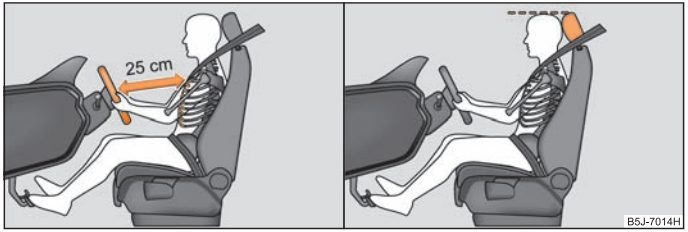

Fig. 104 The correct distance of the driver from the steering wheel / the correct head restraint adjustment for the driver
- Adjust the steering wheel so that the distance between the steering wheel and your chest is at least 25 cm ⇒ fig. 104.
- Adjust the head restraint so that the top edge of the head restraint is at the same level as the upper part of your head ⇒ fig. 104 on the right.
- **The driver must maintain a distance of at least 25 cm to the steering wheel ⇒ page 110, fig. 104. Not maintaining this minimum distance will mean that the airbag system will not be able to properly protect you – hazard!**
- Adjust the head restraint so that the top edge of the head restraint is at the same level as the upper part of your head ⇒ page 110, fig. 104 on the right.
- Adjust the head restraints so that the top edge of the head restraints is at the same level as the upper part of your head ⇒ page 110, fig. 104 on the right.